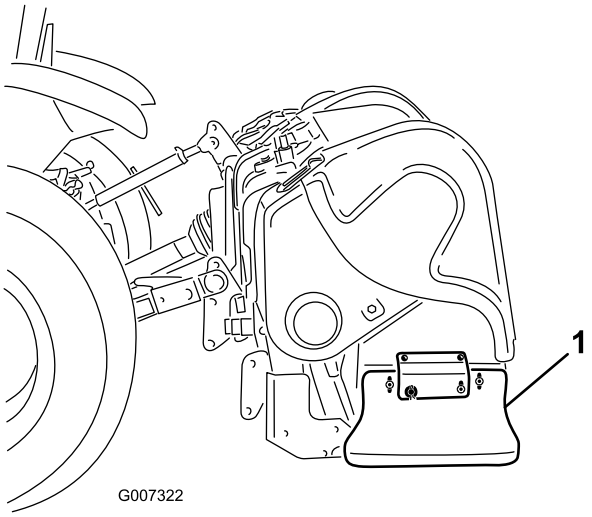

**Figur 35**
1. Løsn de bolte og møtrikker, der fastgør sideskærmen til stellet (Figur 35).